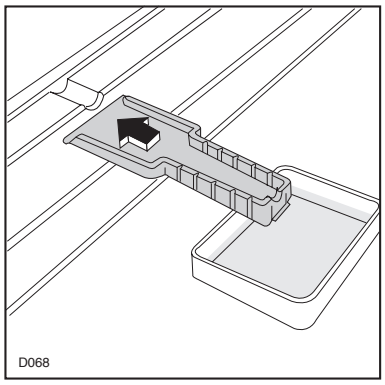

Abb.2
- Lassen Sie die Tür(en) geöffnet. Stecken Sie den beiliegenden Eisschaber unter dem Ablauflkanal ein und das Tauwasser fließt in ein untergestelltes Gefäß (siehe Abb.2).